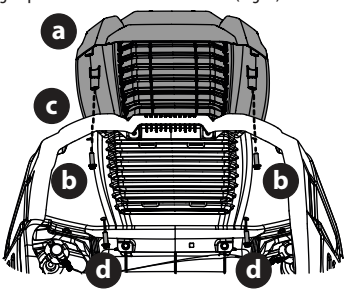

Fig. 9
2. Asegure la tapa del capó atornillada (a) desde abajo, ajuste a mano los tornillos (b) que están en la mitad trasera del capó y luego apriete los tornillos con firmeza (Fig. 9).
3. Con los tornillos traseros en su lugar, alinee los orificios de la tapa del capó (a) con los orificios del capó (c) y fije en su lugar con los restantes dos tornillos (d) (Fig. 9).